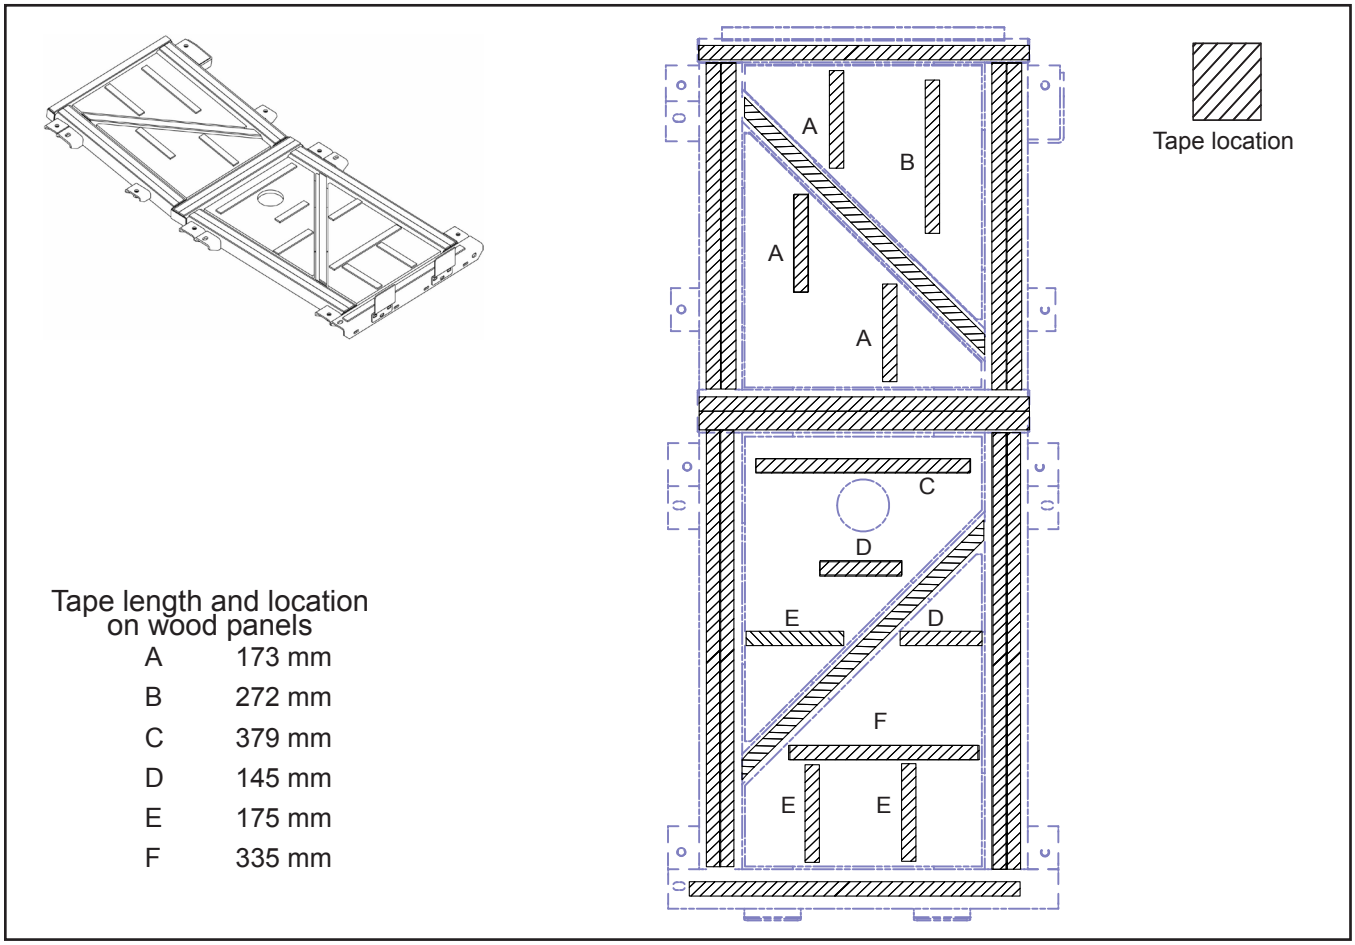

Figure 2 - Foam Tape Location
1.3. Affix N71249 foam tape on top of the wood panels and cradle. See Figure 2 for the approximate position and lengths of tape.